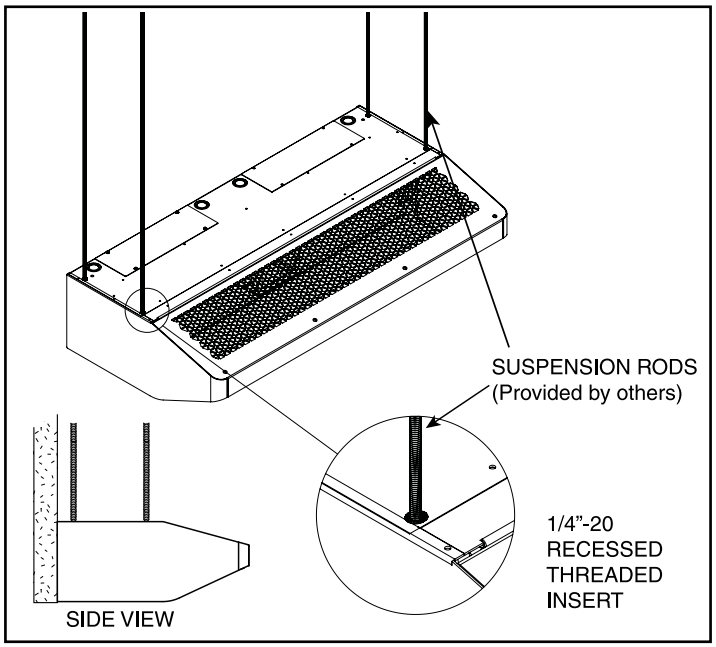

Figure 6 - Suspended Mounting
A. For top mounting using suspension rods, four (4) factory installed 1/4"-20 threaded inserts are located on the top of the unit. ***See Figure 6.***